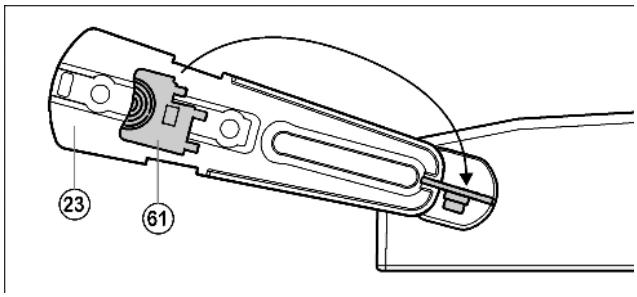

Fig. 21
▶ Detach the supplied template *Fig. 21 (61)* from the turn hinge and use it to prevent the turn hinge *Fig. 21 (23)* and bush from turning.